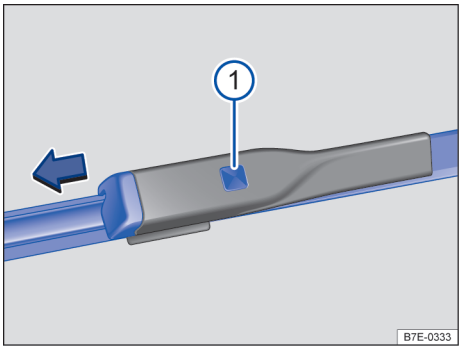

Fig. 169 Sur le pare-brise : remplacement des balais d'essuie-glace avant
① Touche de déverrouillage
3. Maintenez la touche de déverrouillage enfoncée et retirez simultanément le balai d'essuie-glace dans le sens de la flèche → fig. 169 ①.